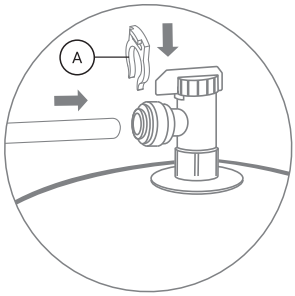

Рис. 17
- Подключите свободный конец синей трубки 1/4", идущей от фитинга-тройника угольного постфильтра к вентилю накопительного бака: вставьте пластиковую трубку в вентиль до упора (рис. 17), для герметизации соединения приложите дополнительное усилие, при этом трубка утопится еще примерно на 3 мм и будет плотно обжата резиновым кольцом фитинга. Установите стопорную клипсу (А) из комплекта поставки.